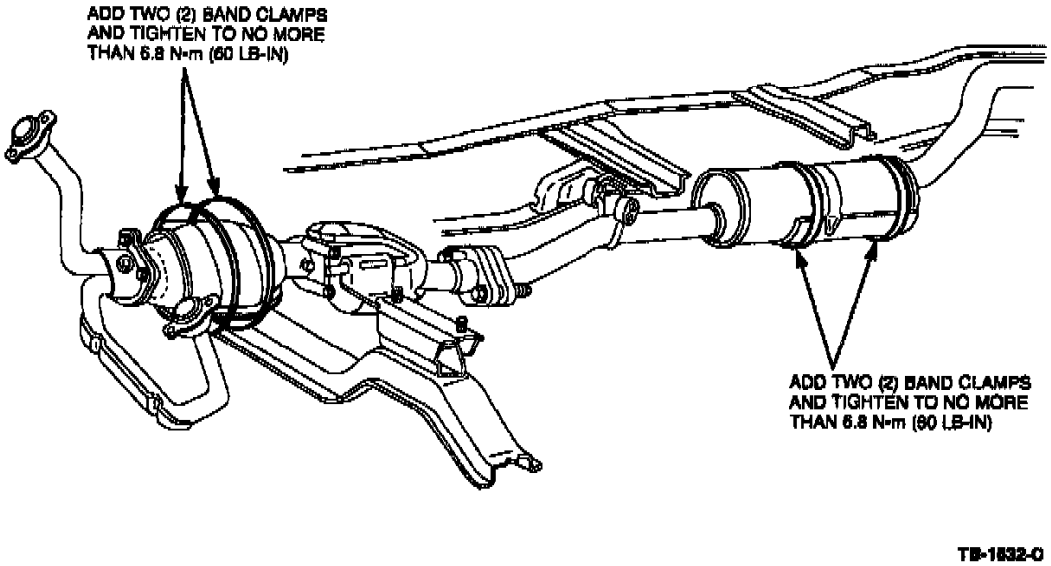
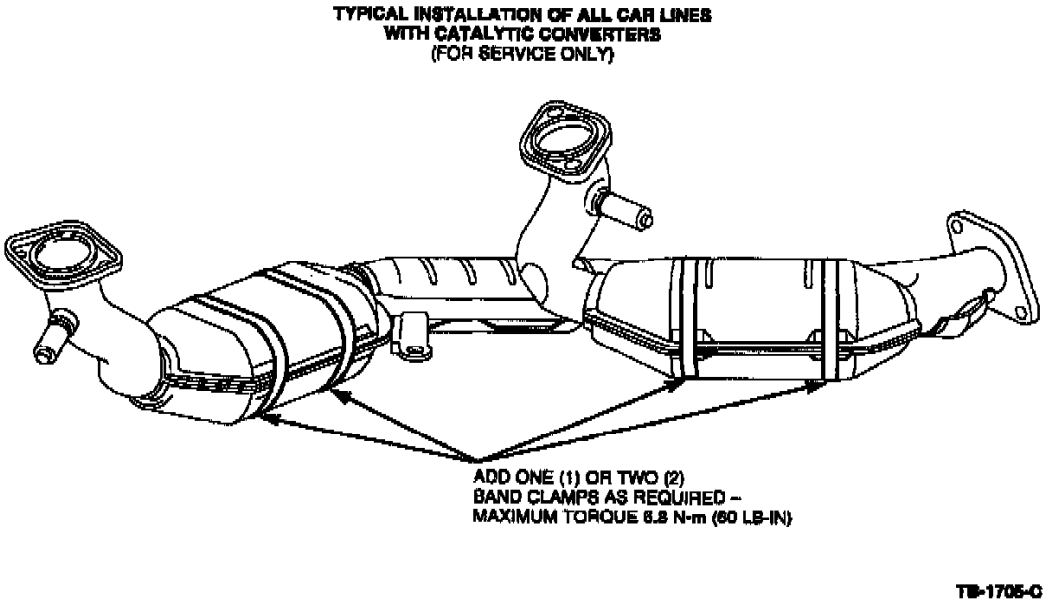

Figure 1
Figure 2
2. Install worm clamps to the catalytic converter, catalytic pipes, muffler pipes or muffler as shown in Figure 1 for the typical light truck and Figure 2 for the typical passenger car.